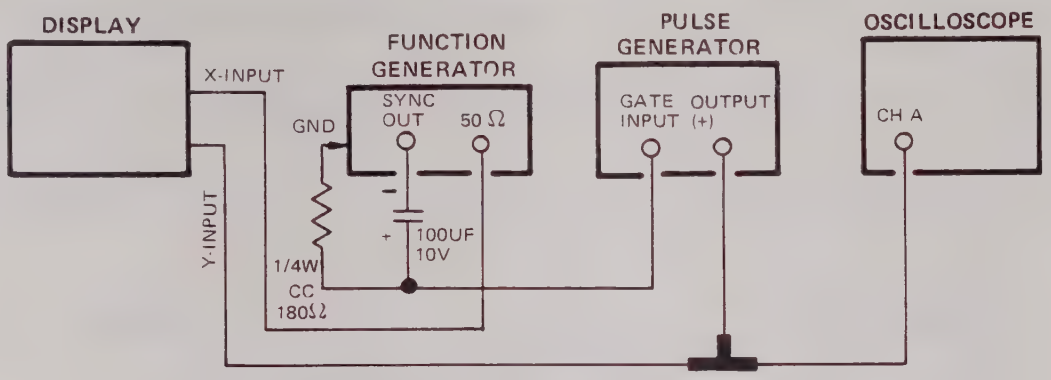

Figure 4-1. Dynamic Range Test Setup
a. Connect equipment as shown in figure 4-1.
Sync output from the recommended function generator (table 1-4) must be shifted to gate the pulse generator. The R-C network shown in figure 4-1 shift the output level from the function generator to assure stable gating of the pulse generator.